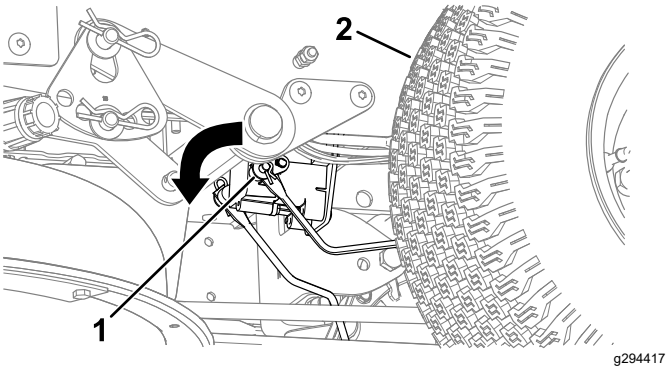

Figur 53
4. Leta rätt på elbromsens axel där bromsens länkarmar har anslutits (Figur 53).
5. Vrid axeln framåt för att frikoppla bromsen enligt Figur 53.